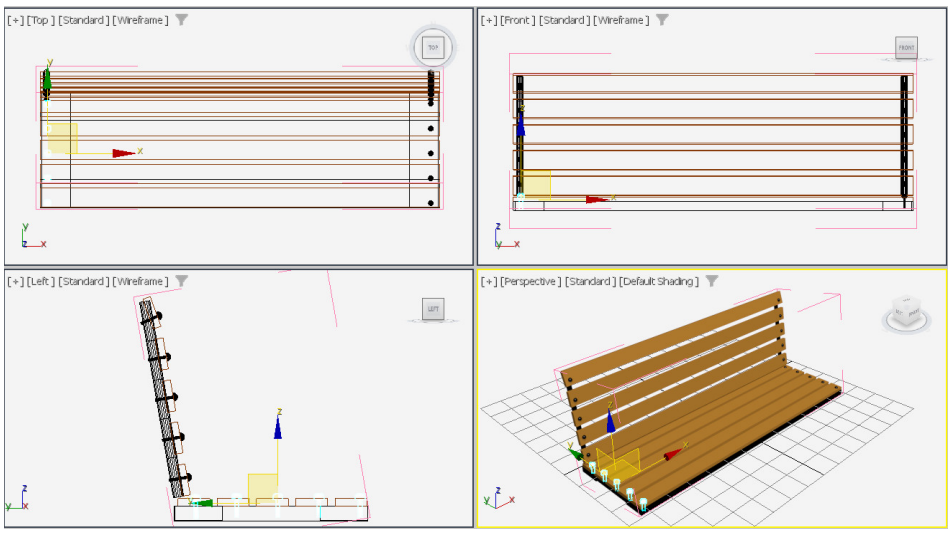

Figure 2-97 *Alignment of left side seat rivets in viewports*
15. Align *left side seat rivets* using the **Select and Move** tool in the viewports, as shown in Figure 2-97.